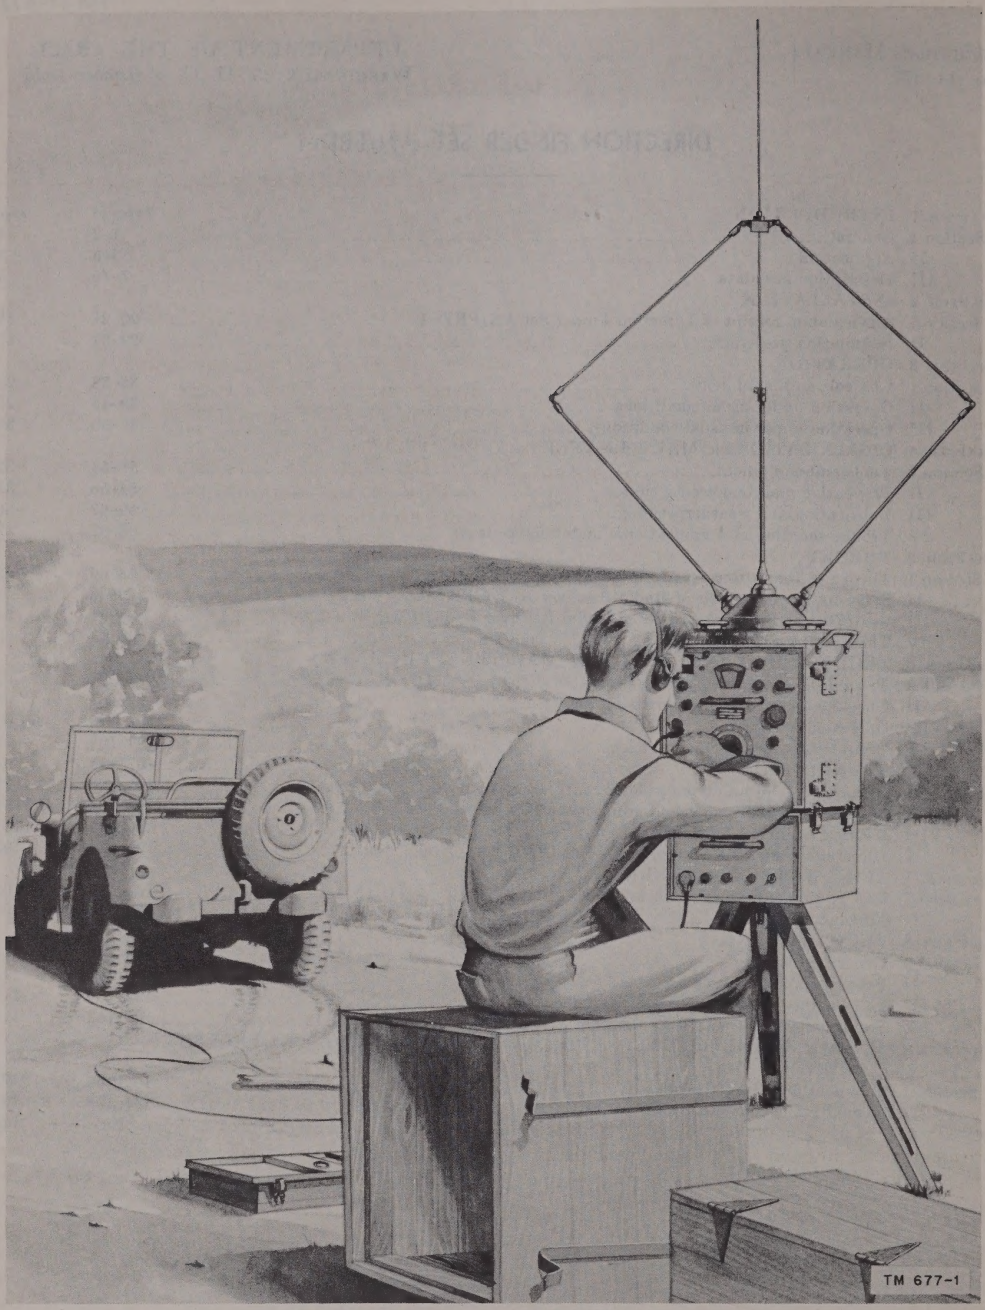

Figure 1. Direction Finder Set AN/PRD–1 in use.
a. This manual contains the basic principles of operation and a description of Direction Finder Set AN/PRD–1 (fig. 1). The theory of operation of the equipment is also given together with instructions for troubleshooting the equipment at field maintenance levels, and the procedure to follow when making repairs. Information is also given for alinement procedures and final testing of the equipment after repairs have been made.